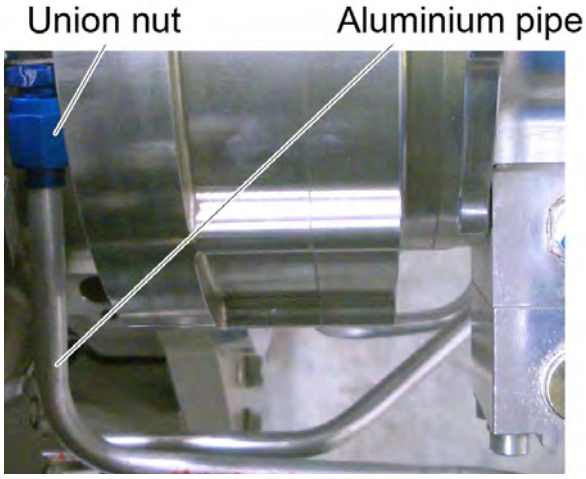

Figure 3
3. ***Detach the union of the aluminium pipe nut at the rotary feed-through while holding the adapter steady. See Figure 3.***